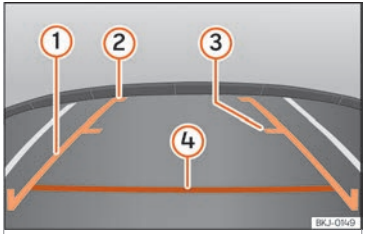

Fig. 167 Display on the Infotainment system screen.: guide lines.
- **Vehicle load modifies the representation of the guide lines ››› Fig. 167. The width represented by the lines decreases with vehicle load. Pay special attention to the surroundings when the inside of the vehicle of the luggage compartment are loaded.**
Meaning of the orientation lines ››› Fig. 167